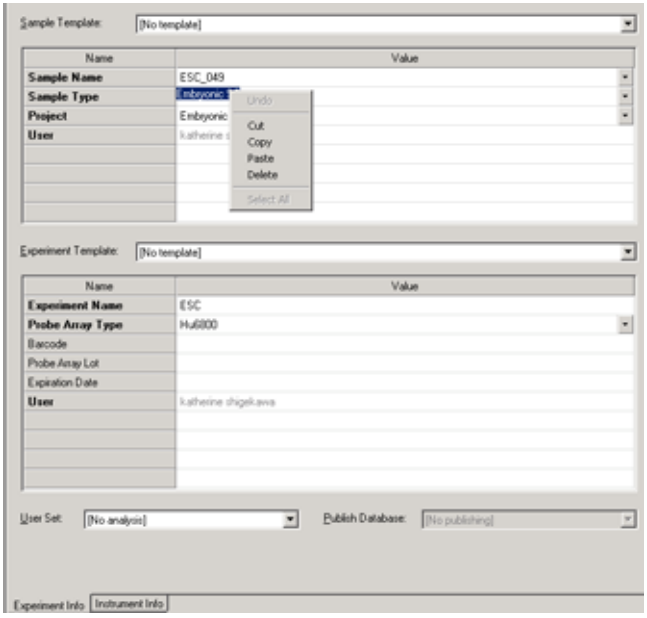

Figure 6.5
2. To edit an entry, highlight the entry and enter the new information. Alternatively, right-click to open a shortcut menu of edit commands **(Figure 6.5)**.